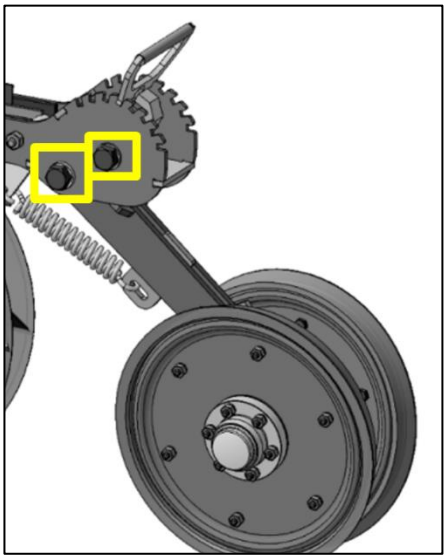

Рисунок 53 – Механизм укрывающих колёс (устройство уплотнения)
6.2.9 Обильно смазать машинным маслом втулки и механизмы укрывающих колёс, рис. 53.